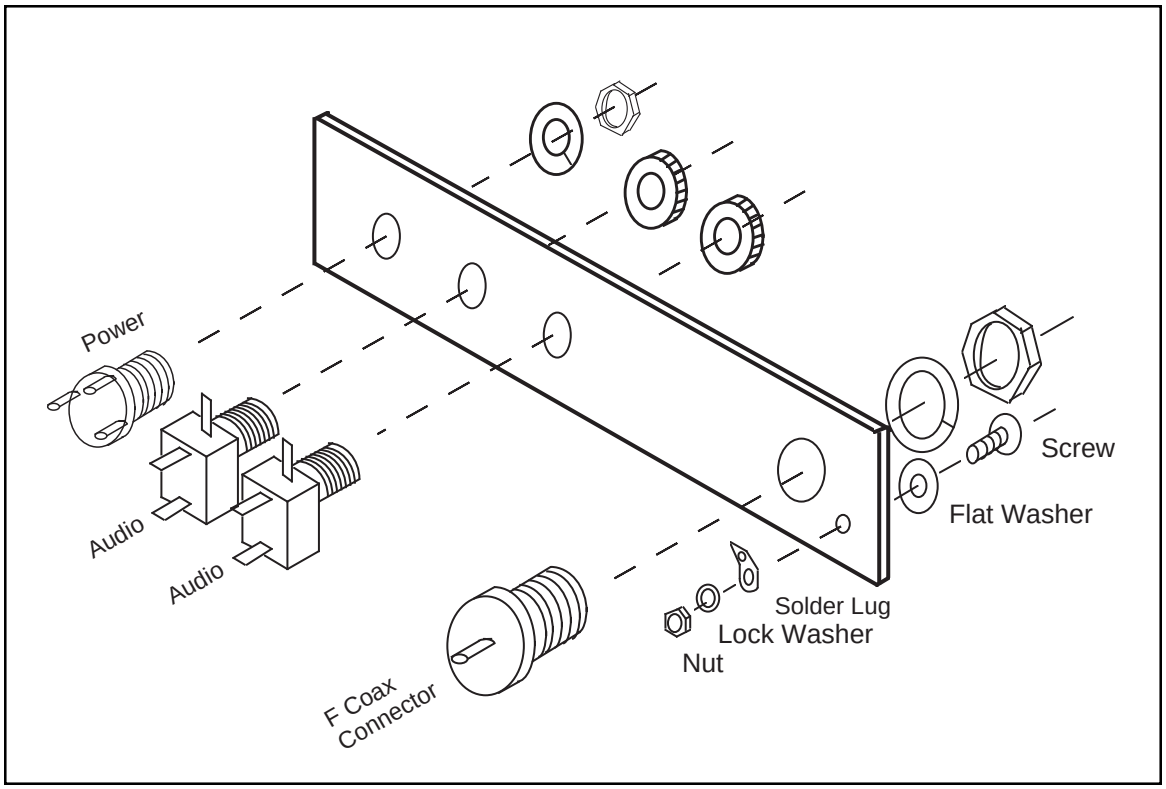
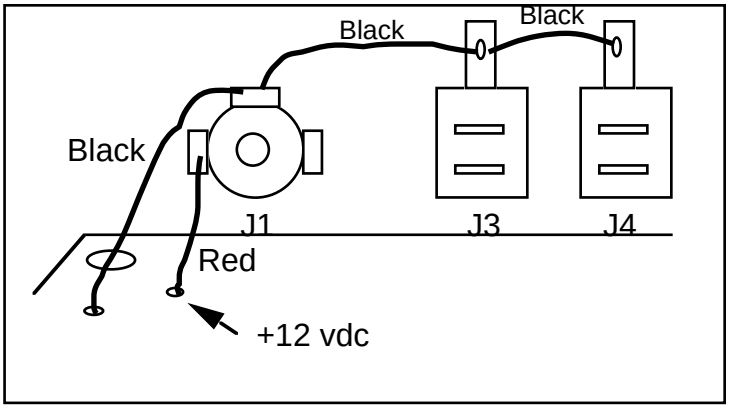

Figure 9. Rear panel assembly
Figure 13. Rear panel power jack (J1) wiring detail
7. ❑ Mount the power connector, two audio jacks, the antenna connector, and a solder lug to the rear panel (Figure 9). All connectors are passed through the panel from the "inside" with washers and nuts located on the decal side of the panel. Tighten the nuts firmly with a crescent wrench or pliers, being careful not to slip and cut the decal.
12. ❑ Be sure that the power connector is installed as shown in Figures 9 and 12. Looking at the connector from the PC board side of the back panel, there should be one solder lug at 9 o'clock, one at 12 o'clock, and the third lug at the 3 o'clock position. Install a red wire to the power connector (9 o'clock lug) and PC board (Figure 13). Install black wires linking the PC board ground plane to the power connector and the vertical lugs on both J3 and J4 as seen in detail below. This will complete the soldering portion of the receiver kit assembly. Before proceeding, visually inspect the board for any missing components or solder bridges.